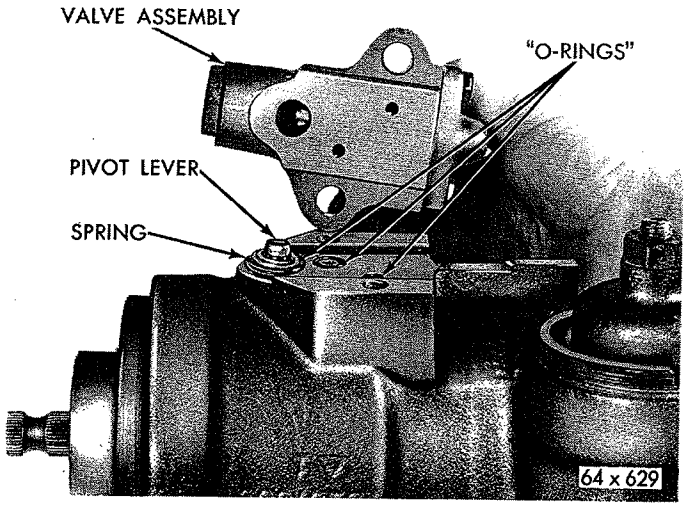

*Fig. 8—Removing Valve Body Assembly*
(1) Disconnect high pressure and return hoses at the valve body and tie the ends above the reservoir level.
(2) Remove two screws attaching valve body to main gear housing.
(3) Lift valve body upward to disengage from valve lever (Fig. 8).
(2) Remove valve body attaching screws, and remove valve body and three "O" rings (Fig. 8).